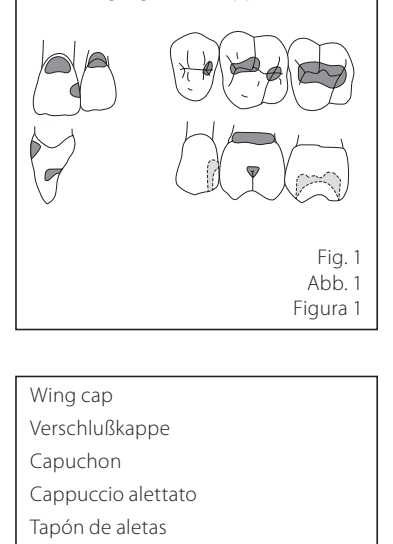

Fig. 1 Abb. 1 Figura 1
9. Additions to composite restorations. (Fig. 1)
9. Erweiterung von Kompositrestaurationen. (Abb. 1)